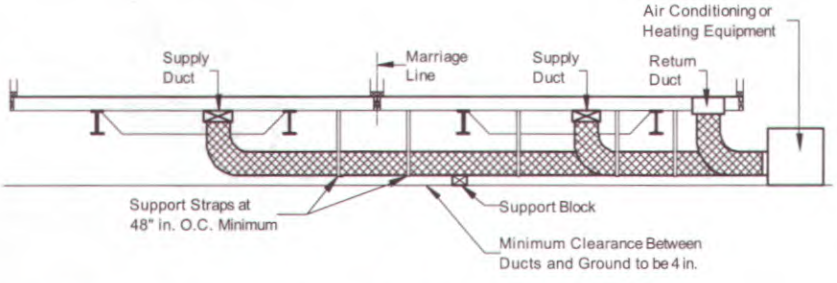

Figure 88. *Ducts connecting exterior heating and/or cooling equipment to the home*
2. **Install ducts.** Install the appropriate supply and return ducts (not provided) between the remote unit and the home (**Figure 88**) making connections according to the instructions for crossover ducts in **Crossover Connections** (p. 49).